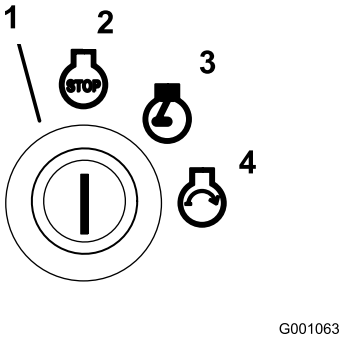

**Figuur 14**
6. Draai het contactsleuteltje naar rechts op Lopen (Figuur 14).
9. Draai het contactsleuteltje op Start en het indicatielampje van de gloeibougies gaat weer branden. Laat het sleuteltje los zodra de motor aanslaat (Figuur 14).
2. Draai het contactsleuteltje naar rechts op Lopen (Figuur 14).
4. Draai het contactsleuteltje op Uit (Figuur 14). Zet de motor af en wacht totdat alle bewegende onderdelen tot stilstand zijn gekomen voordat u de bestuurderspositie verlaat.